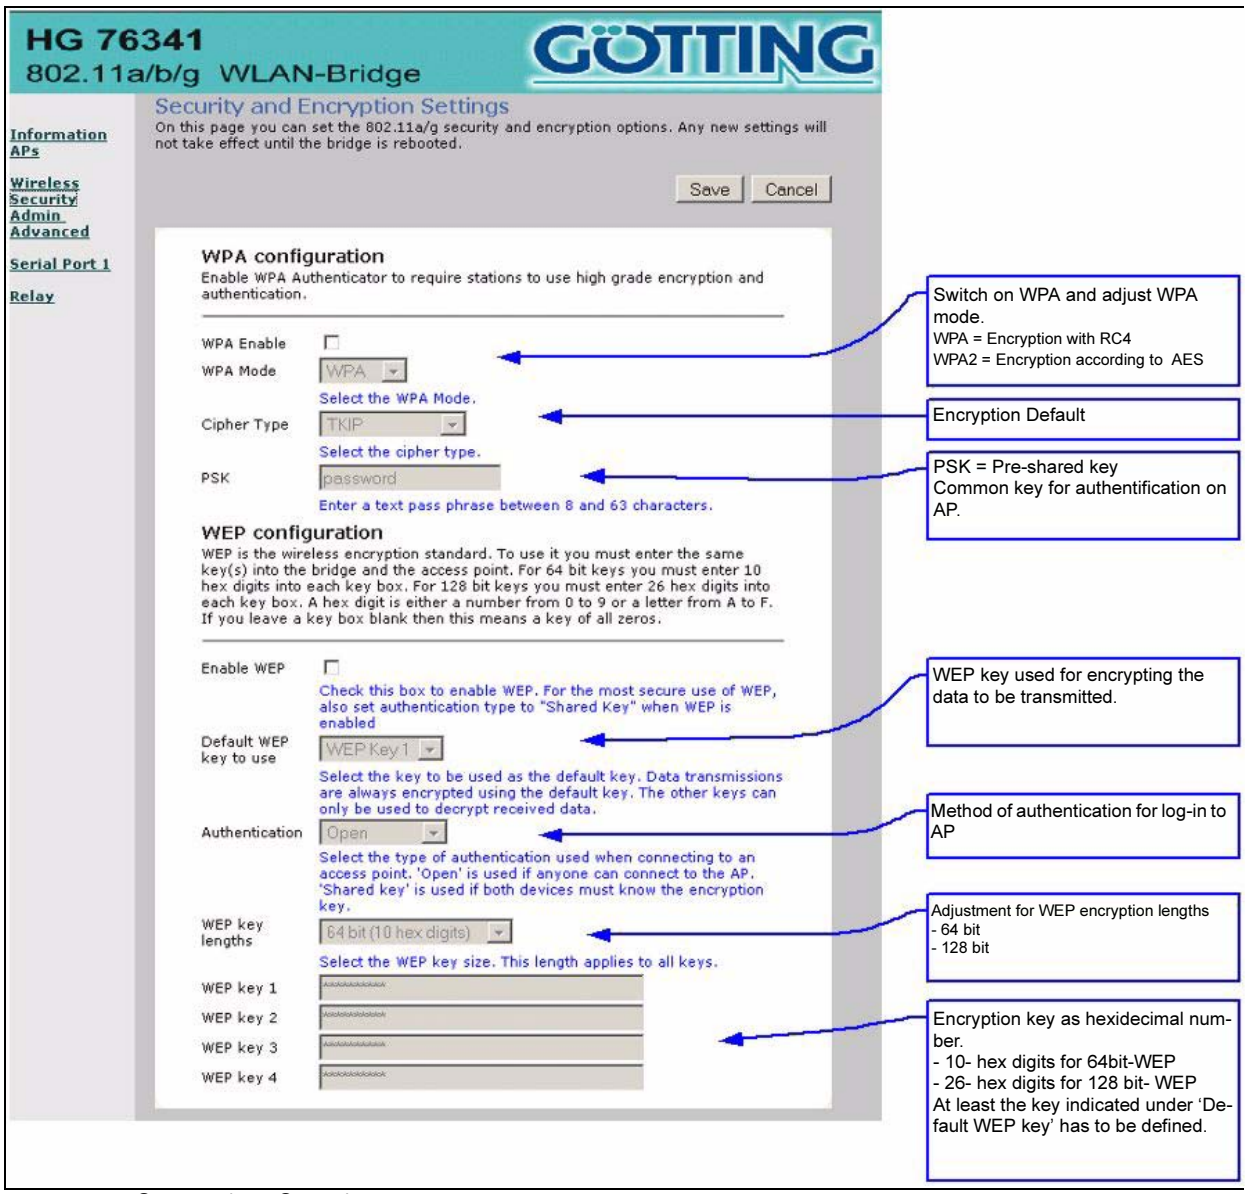

Figure 7 Screenshot: Security page
4. Security — Settings of WLAN- interface encryption (WPA, WEP) (see Figure 7 on page 14)